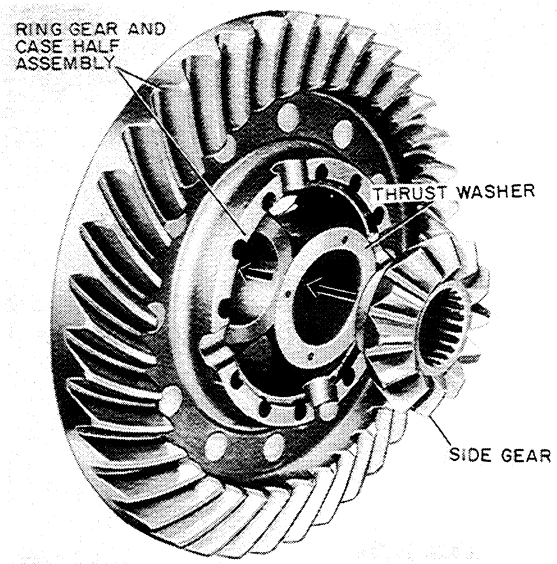

Figure T-62
3. Insert one of the thrust washers and one of the side gears into the case half and ring gear assembly as shown in Figure T-62.